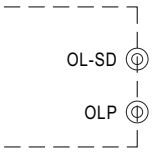

Fig. 5.2 Remove the CN3
(1)Insert the shorting connector on CN3 that is shown in Fig 5.2, the Overload Protection Type will be "constant current limiting with delay shutdown after 5 seconds, re-power on to recover". This is the factory default.